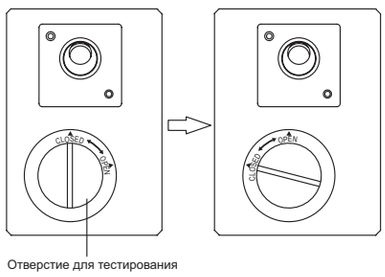

Рис. 7-2
- Снимите крышку с отверстия для тестирования и налейте через него около 2 л. воды (рис. 7-2)